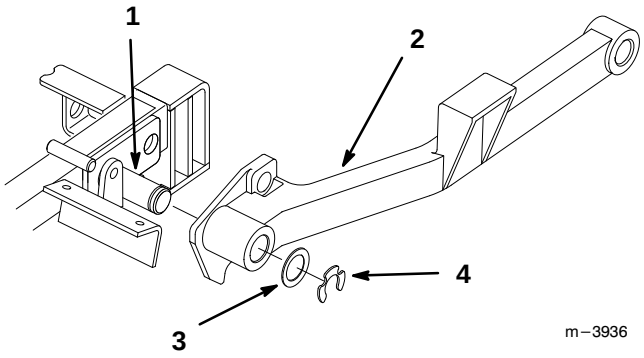

Figure 3
1. Place push arm onto carrier frame pin as shown (Fig. 3).
2. Secure with 1-1/2” (38 mm) flat washer and retaining ring (Fig. 3).